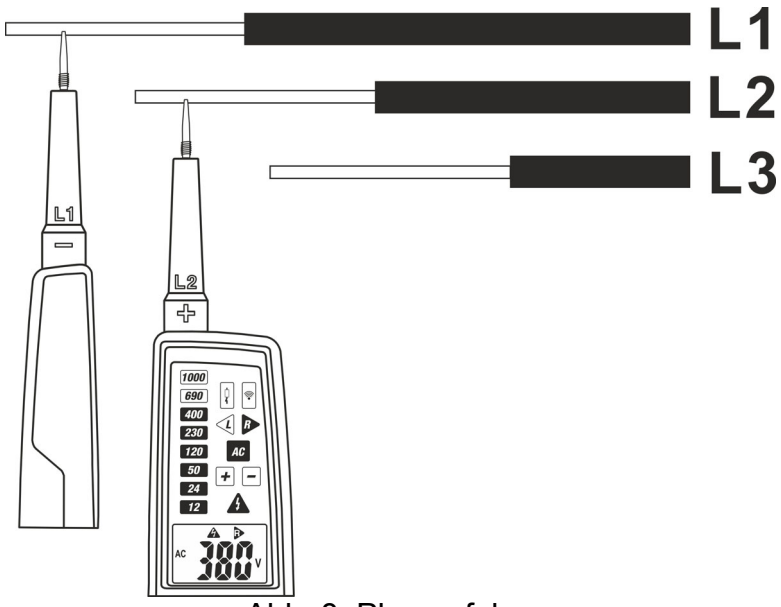

Abb. 8: Phasenfolge
2. Verbinden Sie die Prüfspitze **L1** mit der Phase L1 und die Prüfspitze **L2** mit der Phase L2 des zu messenden dreiphasigen Systems (siehe Abb. 8). Die Messung wird **nur mit Kontakt zwischen den Prüfspitzen und den Metallteilen der Leiter** durchgeführt.